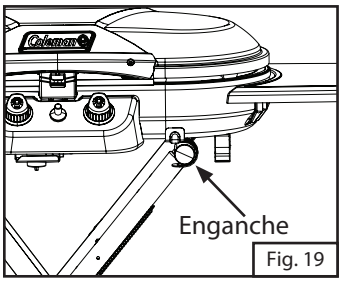

Fig. 19
3. Inmovilice la parte superior de la parrilla en los ganchos de las patas, como se ilustra. (Fig. 19)